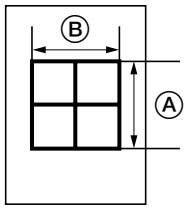

Figure 1-4-8
2. Measure Ⓐ and Ⓑ on the VTC pattern (Figure 1-4-8), and perform the following adjustments if they are different from the correct sizes: